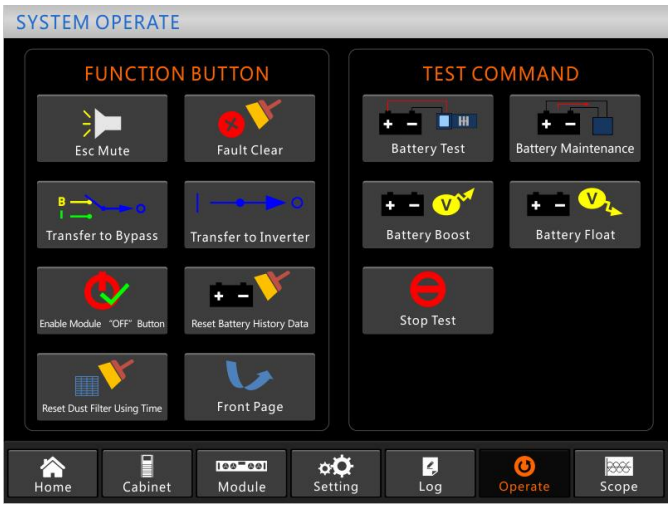

Figure 4-3 Battery maintenance
1) Manual discharging test. Enter the “Operate” menu, as is shown in Figure 4-3 and touch the icon “Battery maintenance”